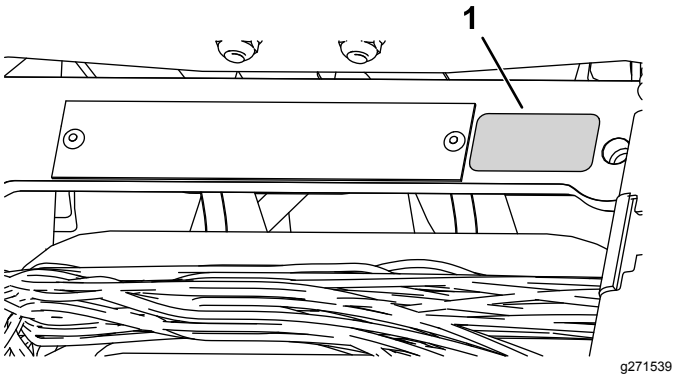

**Figur 10**
- Montera dekalen med uppgift om tillverkningsår nära serienummerplåten (Figur 10).